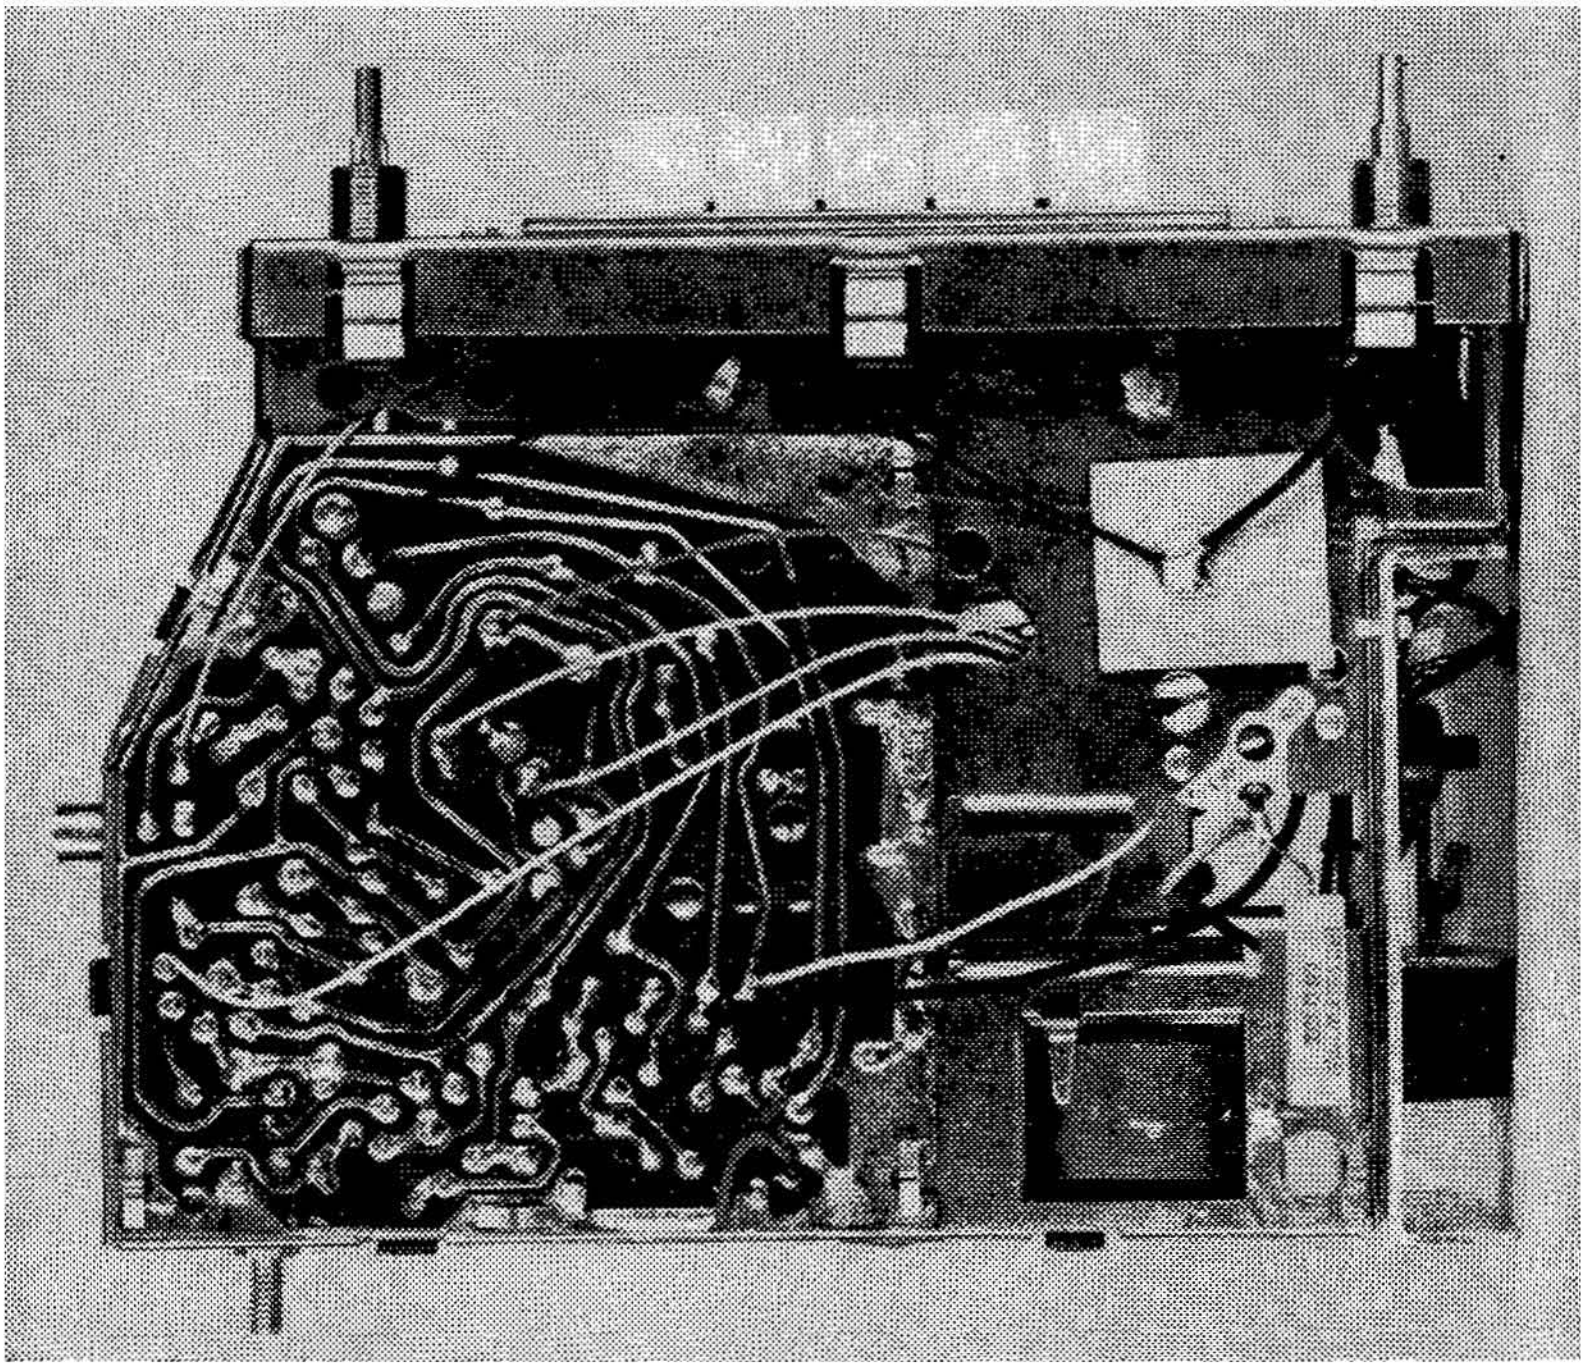

Fig. 6-9: Below chassis photograph of the receiver shown in Fig. 6-5.
***Fig. 6-10:** Below chassis layout diagram of the Model R84BF receiver. Note that connections to the etched circuit board are identified. Compare this diagram with the photo shown in Fig. 6-9.*